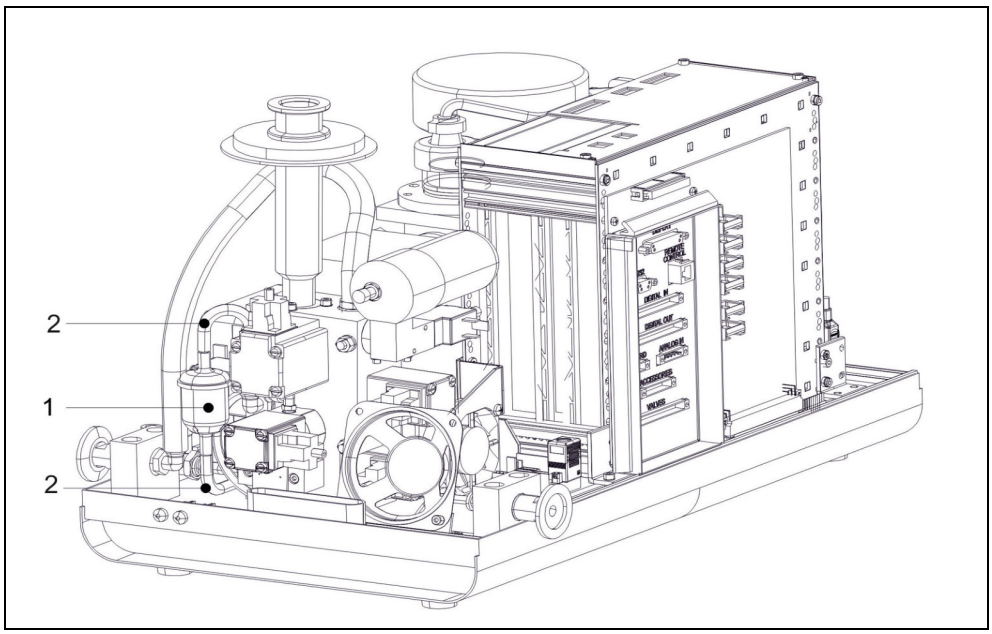

図 7-8 Modul1000 ベントフィルタの交換
- **ベントフィルタを取り外すために、クイックコネクタカップリングからフィルタのホース接続を切り離します。クイックコネクタカップリングの外側のリングを押すことで、ホースを引き抜くことができます。設置位置は図 7-8 を参照してください。**